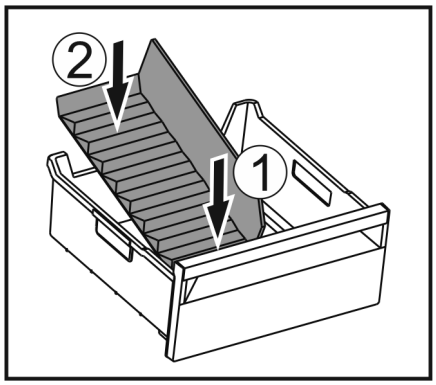

Fig. 150
▶ Introduceți partea frontală a separatorului pentru compartimentul de gheață. *Fig. 150 (1)*
▶ Coborâți partea posterioară a separatorului pentru compartimentul de gheață până la baza sertarului. *Fig. 150 (2)*